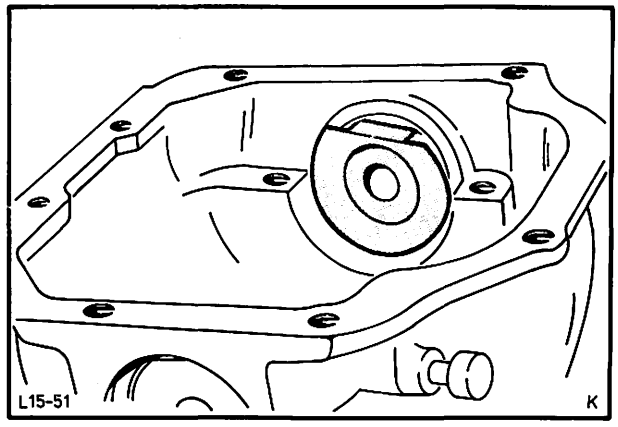

Abb. 79 Druckstücke mit der abgeflachten Seite nach oben einlegen
38. Druckstücke des Spezialwerkzeuges 15-009 mit der abgeflachten Seite nach oben in das Achsgehäuse einlegen, Abb. 79 und Ausgleichgetriebe mit Lageraußenringen einsetzen.